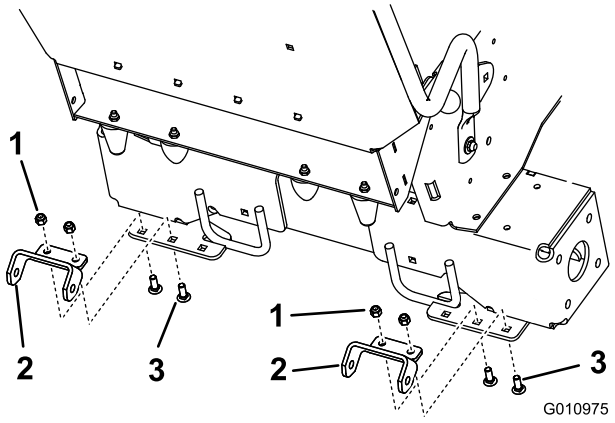

Figure 3
3. Install the mounting brackets to the hinge plates with 4 bolts (3/8 x 1 inch) and 4 locknuts (3/8 inch) (Figure 3).